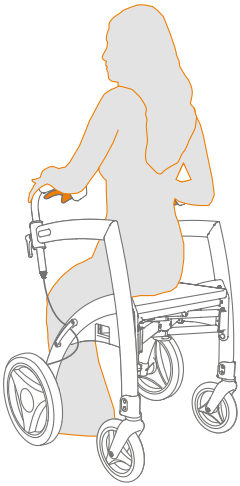

Abbildung 23: **Auf dem Rollator-Sitz sitzen.**
b. Sie können jetzt auf dem Sitz sitzen **(Abbildung 23)**.